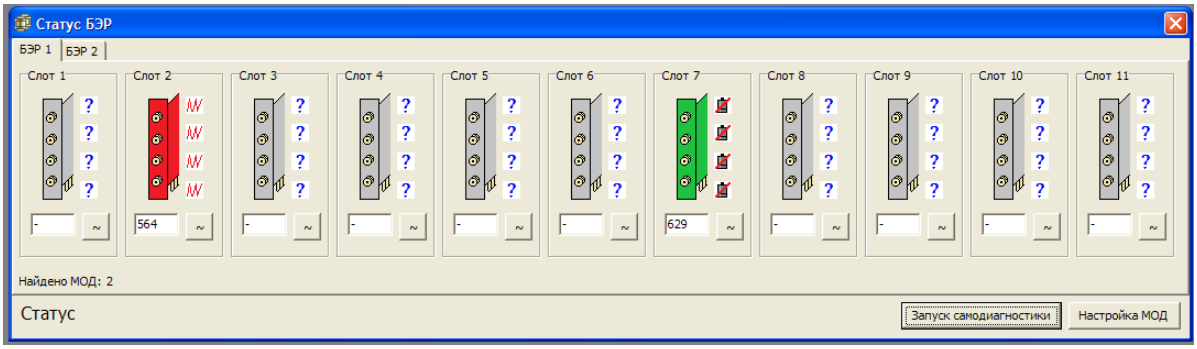

Рис. 138. Статус МОД после проведения самодиагностики.
- После проведения самодиагностики, справа от планки отображается состояние канала (рис. 138):